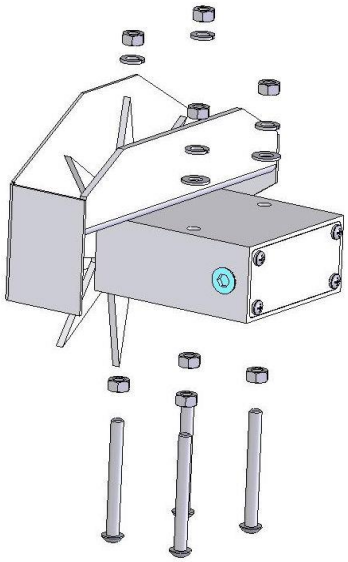

Figure 6
3. Install the eight (four per side) 5/16” X 3” Allen head cap screws. Make sure the Allen heads are in the bale chamber. Secure using 5/16” hex nuts (Figure 6).
6. Secure the star wheels and twine diverters with four M8 hex nuts, lock washers, and two flat washers (Figure 6).